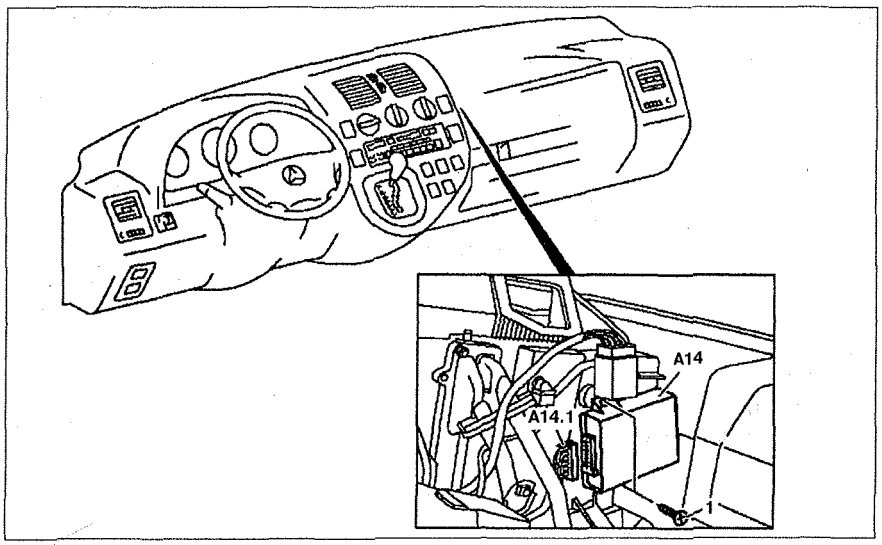

Рис. 10.14. Блок управления кондиционером:
2. Отсоедините разъем проводки **A14.1** от блока управления (см.рис. 10.14).